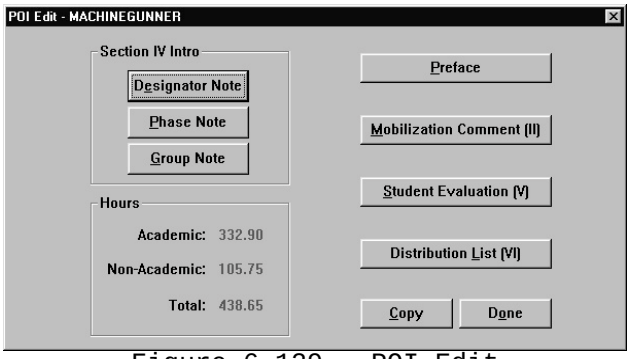
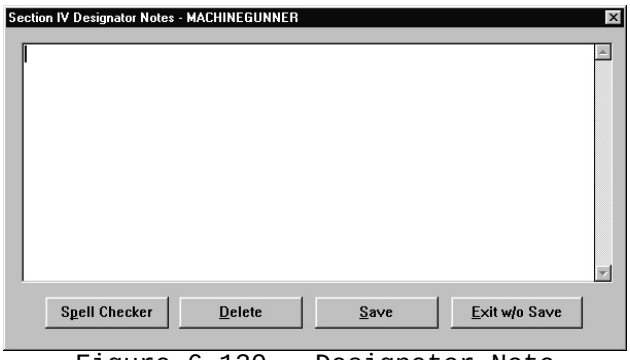
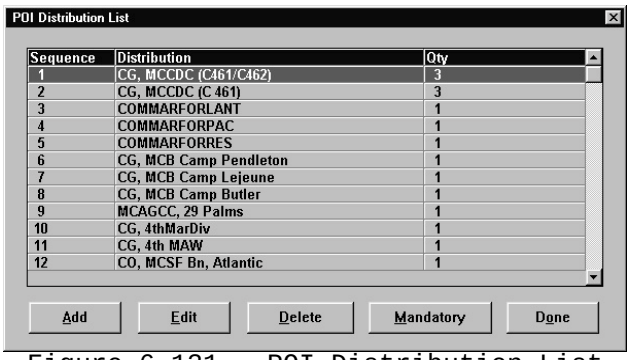
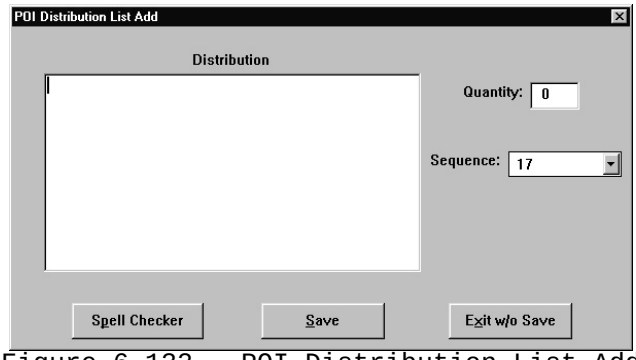

Figure 6-129. POI Edit
Figure 6-130. Designator Note
Figure 6-131. POI Distribution List
Figure 6-132. POI Distribution List Add
1. From the Maintenance drop-down menu, choose POI. The POI Edit dialog box (Figure 6-129) opens.
1. From the POI Edit dialog box (Figure 6-129), click on **Designator Note**. The Section IV Designator Notes memo text box (Figure 6-130) opens. Note that MCAIMS identifies the course in the title bar.
1. From the POI Edit dialog box (Figure 6-129), click on **Phase Note**. The Section IV Phase Notes memo text box (similar to Figure 6-130) opens. Note that MCAIMS identifies the course in the title bar.
1. From the POI Edit dialog box (Figure 6-129), click on **Group Note**. The Section IV Group Notes memo text box (similar to Figure 6-130) opens. Note that MCAIMS identifies the course in the title bar.
1. From the POI Edit dialog box (Figure 6-129), click on **Preface**. The POI Preface memo text box (similar to Figure 6-130) opens. Note that MCAIMS identifies the course in the title bar.
6.3.10.5 Mobilization Comment (II)
1. From the POI Edit dialog box (Figure 6-129), click on **Mobilization Comment (II)**. The POI Mobilization Comments memo text box (similar to Figure 6-130) opens. Note that MCAIMS identifies the course in the title bar.
6.3.10.6 Student Evaluation (V)
1. From the POI Edit dialog box (Figure 6-129), click on **Student Evaluation (V)**. The POI Student Evaluation Comments memo text box (similar to Figure 6-130) opens. Note that MCAIMS identifies the course in the title bar.
6.3.10.7 Distribution List (VI)
1. From the POI Edit dialog box (Figure 6-129), click on **Distribution List (VI)**. The POI Distribution List selection list box (Figure 6-131) opens.
1. From the POI Distribution List selection list box (Figure 6-131), click on **Add**. The POI Distribution List Add dialog box (Figure 6-132) opens.
1. From the POI Distribution List selection list box (Figure 6-131), highlight the desired POI recipient by clicking on it.
2. Click on **Edit**. A dialog box (similar to Figure 6-132) opens.
1. From the POI Distribution List selection list box (Figure 6-131), mark the recipients you wish to delete using the multiple select feature.
From the POI Distribution List selection list box (Figure 6-131), click on **Mandatory**. MCAIMS adds the default (mandatory) recipients of the POI to the POI Distribution List selection list box.